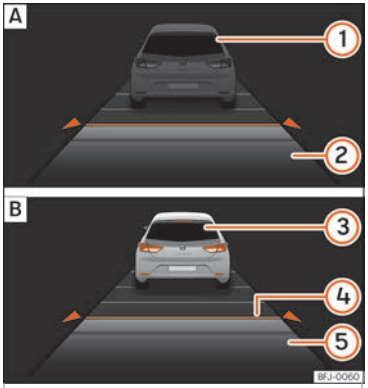
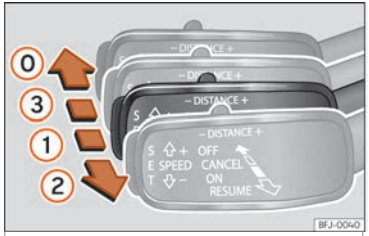
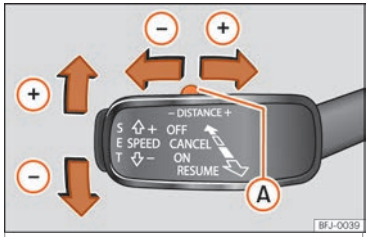

Fig. 263 En la pantalla del cuadro de instrumentos: (A) ACC inactivo (Standby). (B) ACC activo.
Fig. 265 A la izquierda de la columna de la dirección: tercera palanca para manejar el control adaptativo de velocidad.
Fig. 266 A la izquierda de la columna de la dirección: tercera palanca para manejar el control adaptativo de velocidad.
Indicaciones en la pantalla ››› **fig. 263**:
Cuando el control adaptativo de velocidad (ACC) está conectado, en el cuadro de instrumentos se ilumina el testigo de control verde y en la pantalla se muestra la velocidad programada y el estado del ACC ››› fig. 263.
Una vez iniciada la marcha, si se desea establecer la velocidad actual como velocidad de crucero del vehículo y activar el ACC, pulse la tecla **SET** ››› fig. 266. En caso de que se desee incrementar o disminuir la velocidad en intervalos de 1 km/h (0,6 mph), desplace la palanca hacia la posición 2 ››› fig. 265 o pulse la tecla **SET** respectivamente.
La velocidad programada puede modificarse con el vehículo detenido o durante la conducción según se desee. Cualquier modificación en la velocidad programada se visualizará en la parte inferior izquierda de la pantalla del cuadro de instrumentos ››› fig. 263.
Para aumentar o reducir el nivel de distancia pulse la tecla basculante hacia la derecha/izquierda ››› fig. 266 A.
- Para activar el ACC, con la tercera palanca situada en la posición 1 se debe pulsar la tecla **SET** o se debe desplazar la tercera palanca del ACC hasta la posición 2 ››› fig. 265. En ese momento la imagen del ACC en la pantalla del cuadro de instrumentos pasará a modo *Activo* ››› fig. 263.
Para desconectar el ACC desplace la palanca a la posición 0 ››› fig. 265 (encastrada). En ese momento aparece el texto **ACC desactivado** y la función queda completamente desactivada.
Si no se desea desconectar el ACC sino pasarlo de forma temporal a modo inactivo (Standby), desplace la tercera palanca a la posición 3 ››› fig. 265 o pise el pedal del freno.